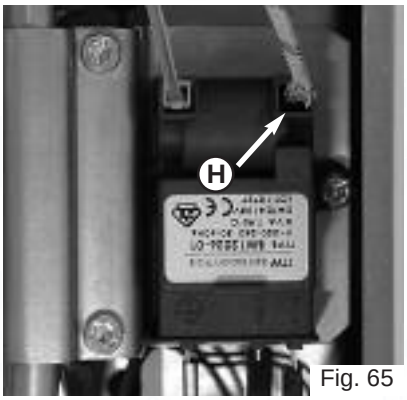

Fig. 65
3. Remove the electrode cable **H** from the ignitor (Fig. 65);